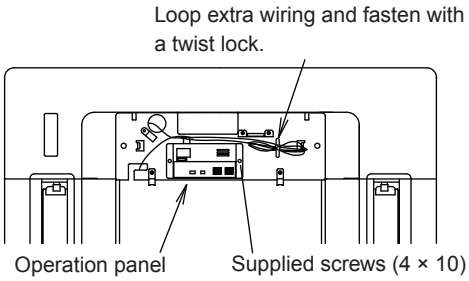
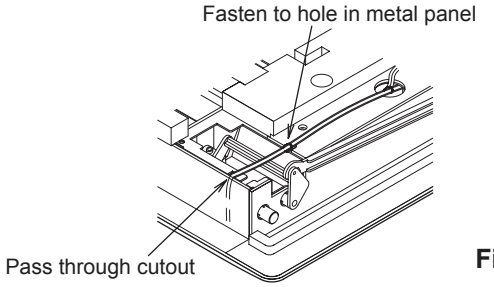

Fig. 3-2-12
Fig. 3-2-14
(2) Fasten the operation panel to the location shown in the figure below with the 2 enclosed screws (4 × 10). (Fig. 3-2-12)
(3) Pass the receiver wiring (6P white connector) through the back of the panel.
(3) Pass the lead wire for the receiver through the cutout in the panel and the hole in the metal panel. Then fasten it to the hole in the metal panel with the plastic clamper. (Fig. 3-2-14)
(4) Attach cover A.
(5) Properly route the lead wire of the operation panel and fasten it with the twist lock. (Fig. 3-2-12)
(6) Install the ceiling panel.